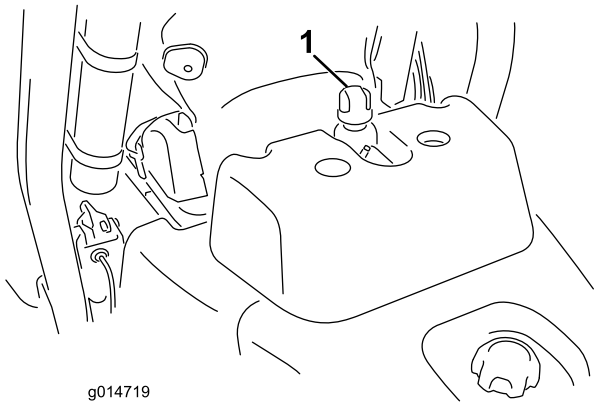

**Figur 29**
2. Skruva av hydraultanklocket (Figur 29).